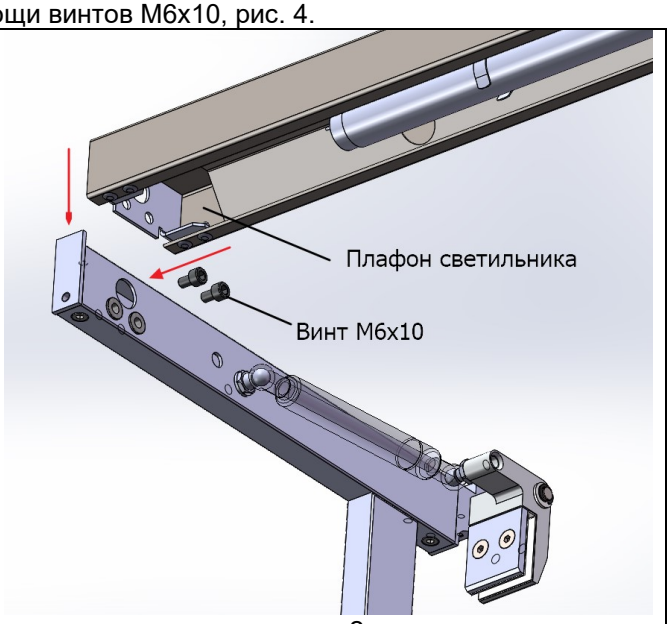
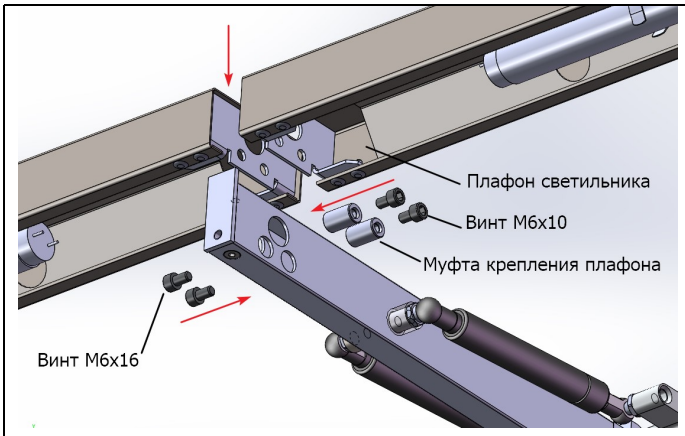

рис. 2
рис.3
2. Установить плафоны светильников, прикрутив их к боковым стойкам на винты М6х10. К центральной стойке плафоны светильника монтируются с помощью муфт крепления плафона, винтов М6х10 и М6х16, рис. 2 и рис. 3.